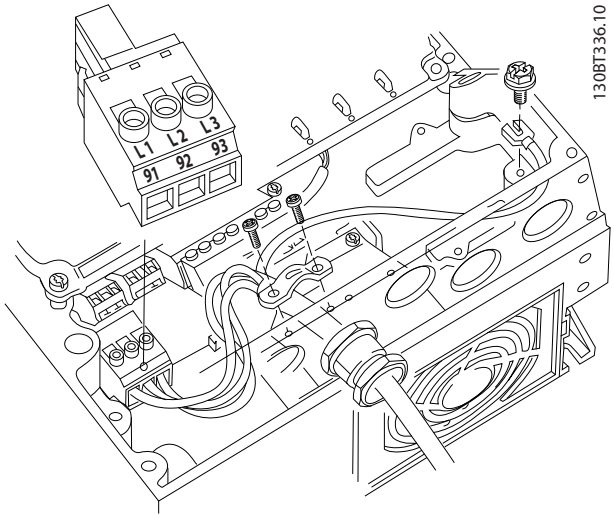

Рисунок 4.9 Подключение к сети питания переменного тока
1. Подключите провода 3-фазного входного питания переменного тока к клеммам L1, L2 и L3 (см. *Рисунок 4.9*).